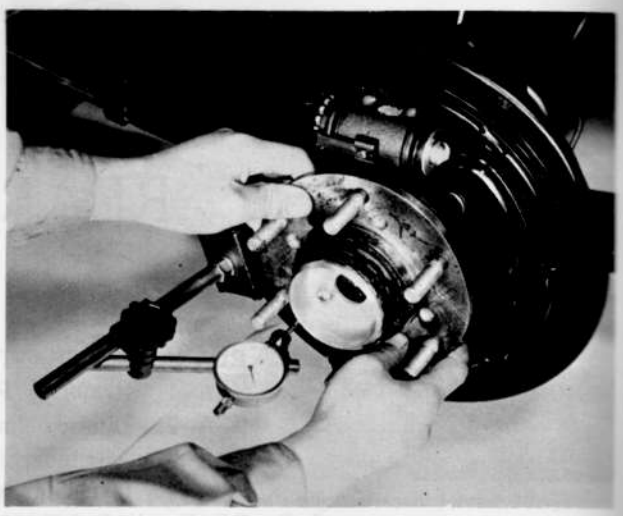

Fig. 9–1 Checking end play
3. Mount a dial indicator to the backing plate to check end play (Fig. 9–1).